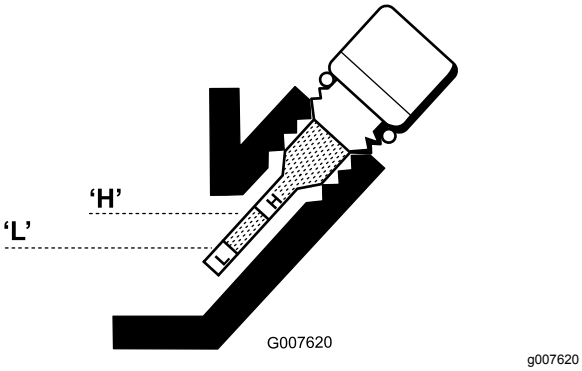

Rysunek 30
6. Jeżeli poziom jest niski, dodaj tylko tyle oleju, aby poziom podniósł się i znalazł się między oznaczeniami H i L na wskaźniku (Rysunek 30). Sprawdź poziom oleju.